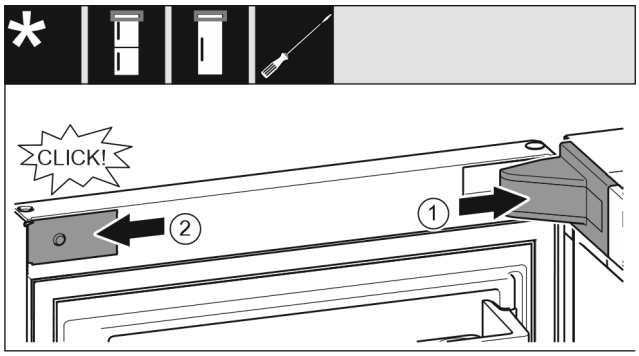

Fig. 18
▶ Position the bearing bracket and latch it in place. If necessary push it apart carefully. *Fig. 18 (1)*
▶ Position the panel on the side and latch into place. *Fig. 18 (2)*